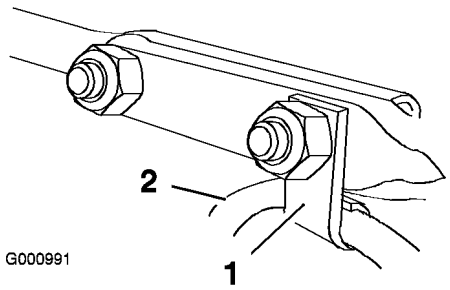

Figur 16
6. Før inn kabelklemmen som støtter avlederkabelen inn på den fremre låseskruen og fest låseskruen med mutrer fra posen med løse deler (Figur 16).